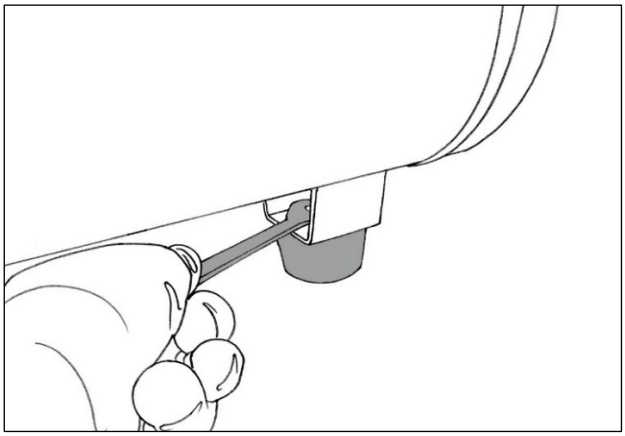
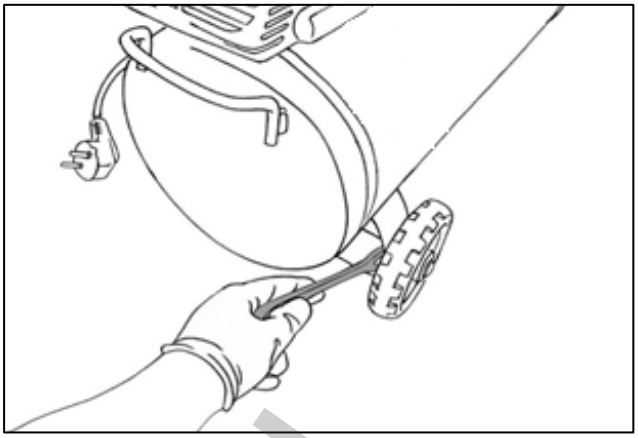

Рис. 4. Установка подножки
Рис. 5. Установка колес
- Установите колеса и резиновую подножку при помощи болтов из комплекта, как показано на рис.4 и рис.5, если они не были установлены.